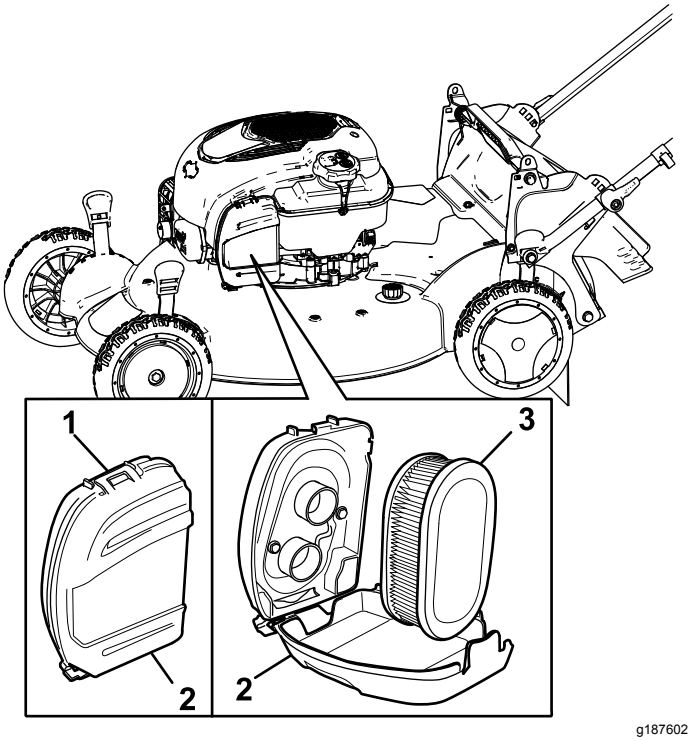

Figur 38
1. Öppna klämman överst på luftfilterkåpan (Figur 38).
2. Ta bort luftfiltret (Figur 38).